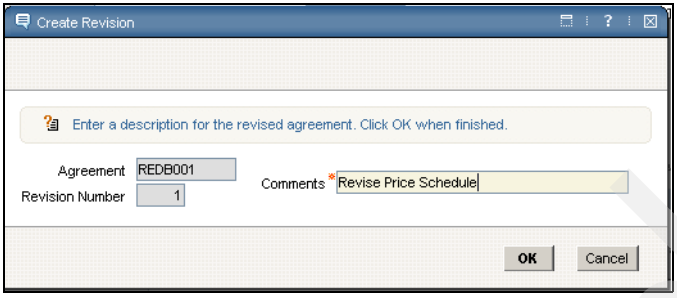

Figure 12-11 Revise Agreement Dialog
5. Enter the Revise Price Schedule, as shown in Figure 12-11 on page 221.